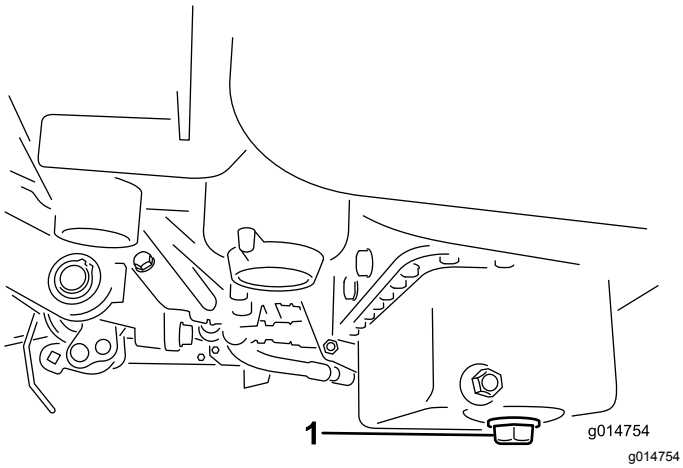

Figur 28
1. Fjern tappepluggen, og la oljen renne ned i et tappefat. Når oljen slutter å renne, setter du tappepluggen på igjen (Figur 28).